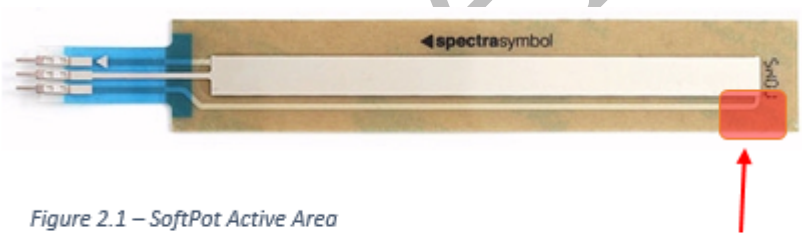

Figure 2.1 – SoftPot Active Area
b. Center plunger over the SoftPot sensor and check that plunger makes contact with the active area of the sensor and is firmly pressing against the SoftPot. *(See Figure 2.1, 2.2, & 2.3)*